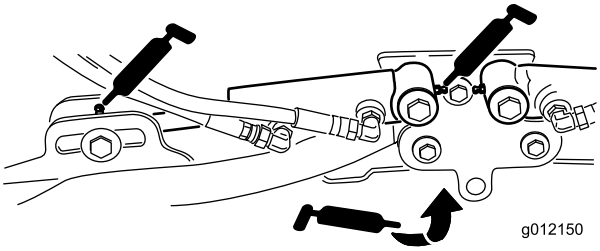

Figuur 43
- Cilinders van hefarmen van maaidek (2 elk) (Figuur 43)
- Draaipunten van hefarmen (1 elk) (Figuur 43)